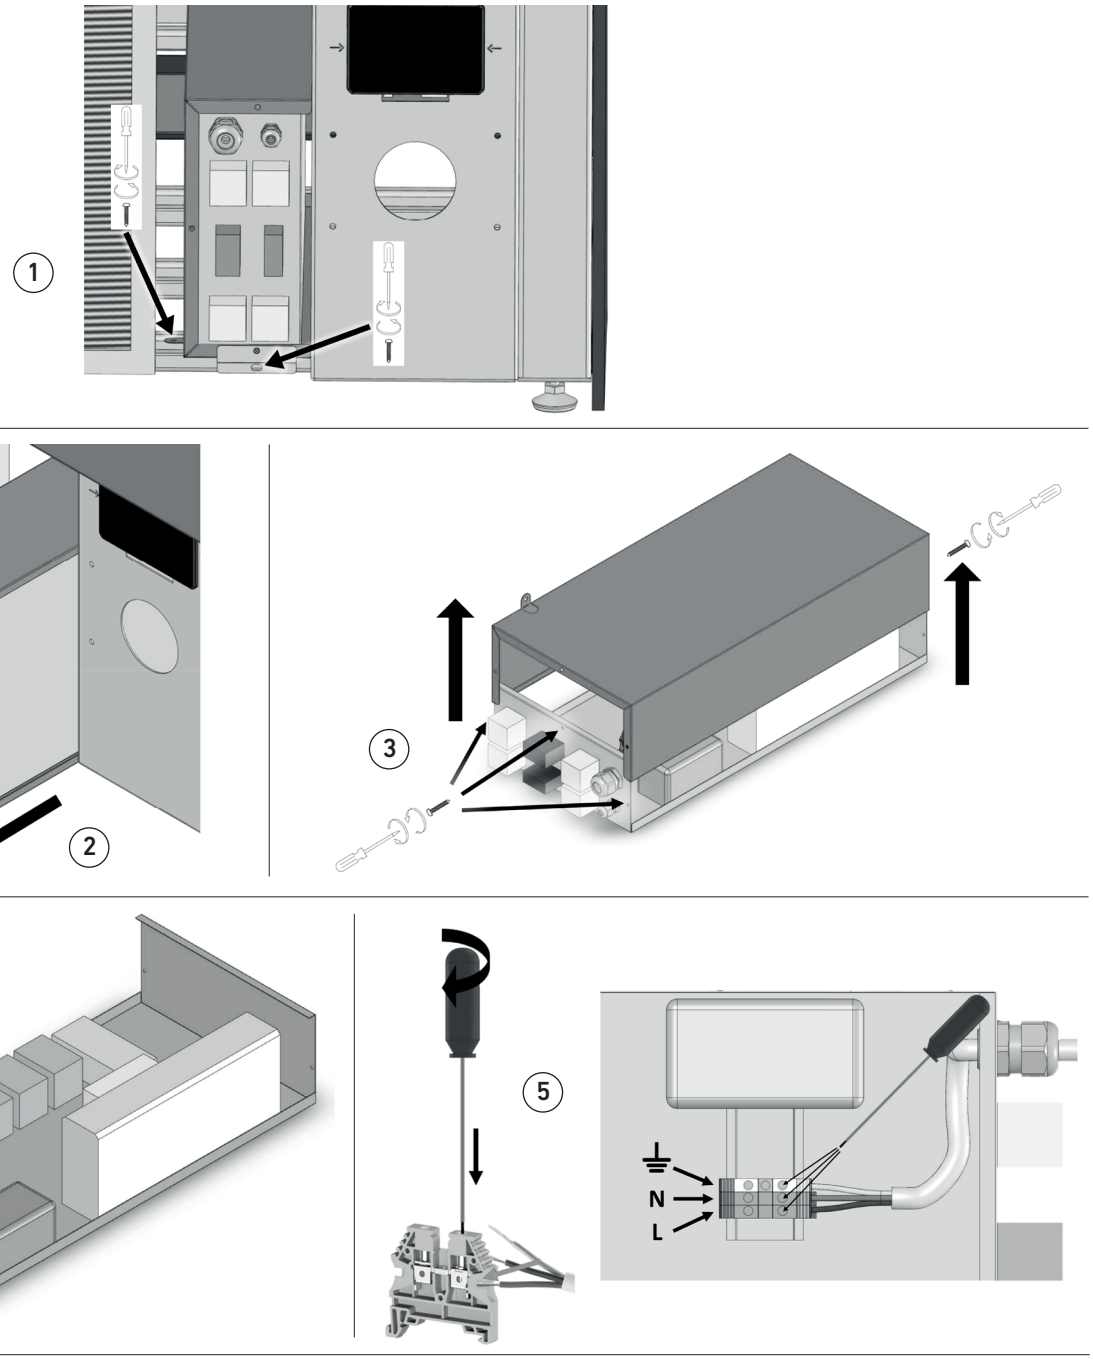

fig. 19
- Svitare le viti di fissaggio indicate in fig. 19 part. 1 (in alcuni modelli è presente soltanto la vite sulla sinistra dell'immagine);
- Sfilare la basetta elettrica facendola scorrere nell'apposita slitta (fig. 19 part. 2);
- Rimuovere le viti di fissaggio della copertura della basetta (fig. 19 part. 3);
- Munirsi di un cavo elettrico adeguatamente dimensionato per l'apparecchiatura, inserirlo nel pressacavo mostrato in fig. 19 part. 4 e dirigerlo verso i tre morsetti indicati nella medesima figura;
- Connettere i cavi elettrici con i tre morsetti effettuando una spelatura di fase (L), neutro (N) e terra (⏚) come indicato al secondo punto dell'elenco precedente e mostrato in fig. 19 part. 1;
- Collegare i cavi con le relative morsettiere utilizzando un cacciavite a taglio con lunghezza della lama di circa 2,5 mm ed eseguire la procedura riportata in fig. 19 part. 5 prestando la massima attenzione a connettere ogni cavo con la morsettiera corretta. Controllare che i cavi siano stati collegati correttamente alle morsettiere provando a tirarli leggermente (se il fissaggio è corretto le parti sguainate del cavo non devono sfilarsi dalla sede presente nelle morsettiere);